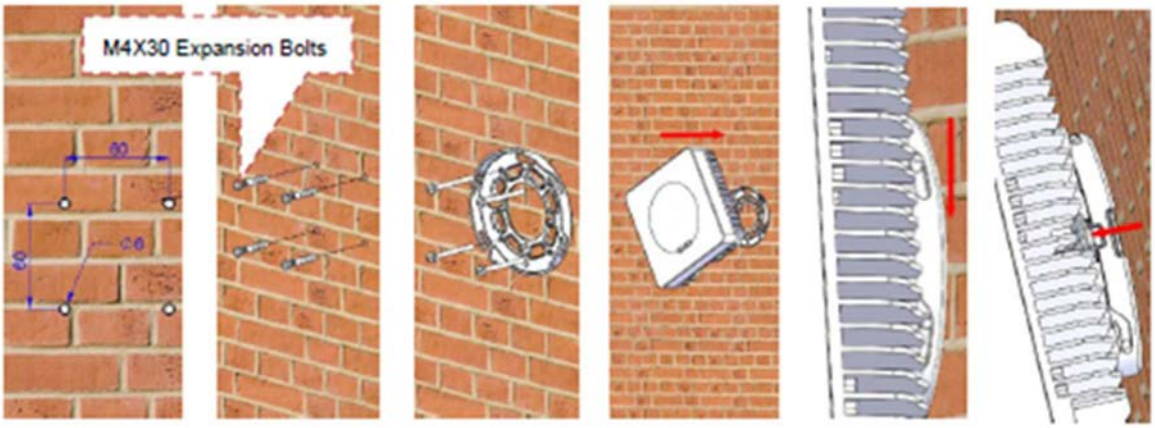

Figure 3-35 **Figure 3-36** **Figure 3-37** **Figure 3-38** **Figure 3-39** **Figure 3-40**
Step 1. Select an area for installation that is at least 2 meter above ground level or floor. Drill four holes per (Figure 3-35). Install expansion bolts into each of the pre-drilled holes (Figure 3-36). Place bracket over the 4 expansion bolts and affix using screw(M4X50) (Figure 3-37).